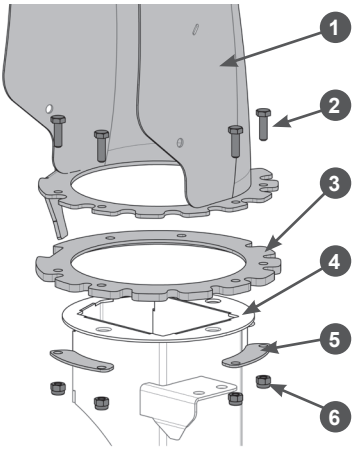

Рис. 12. Установка жёлоба выброса снега
— Установите желоб 1 на фланец 4 отверстия выброса через пластиковое кольцо 3, закрепите с помощью пластин 5, болтов М6×20 (2) и самостопорящихся гаек М6 (6) с неметаллической втулкой (Рис. 12). При затяжке гаек не прикладывайте чрезмерное усилие, это может вызвать деформацию пластикового кольца. Момент затяжки 0,5 кгс·м.